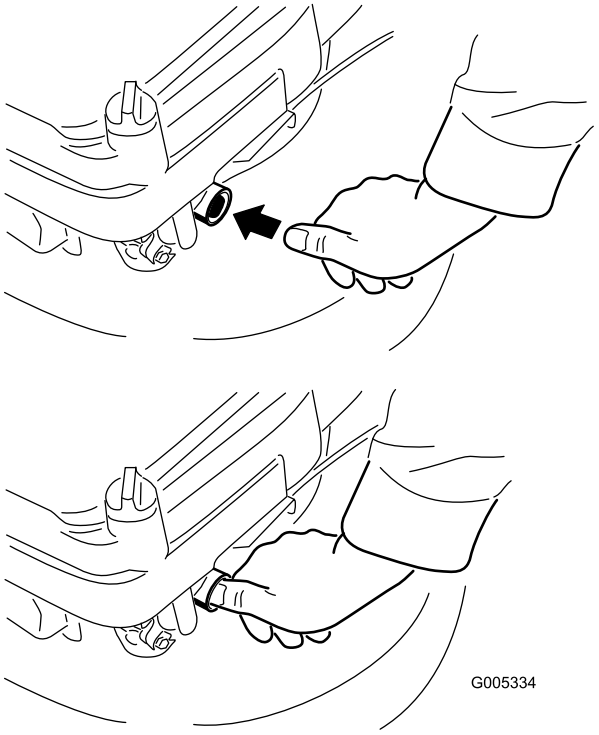

Figure 11
2. Firmly push in the primer once with your thumb (Figure 11).